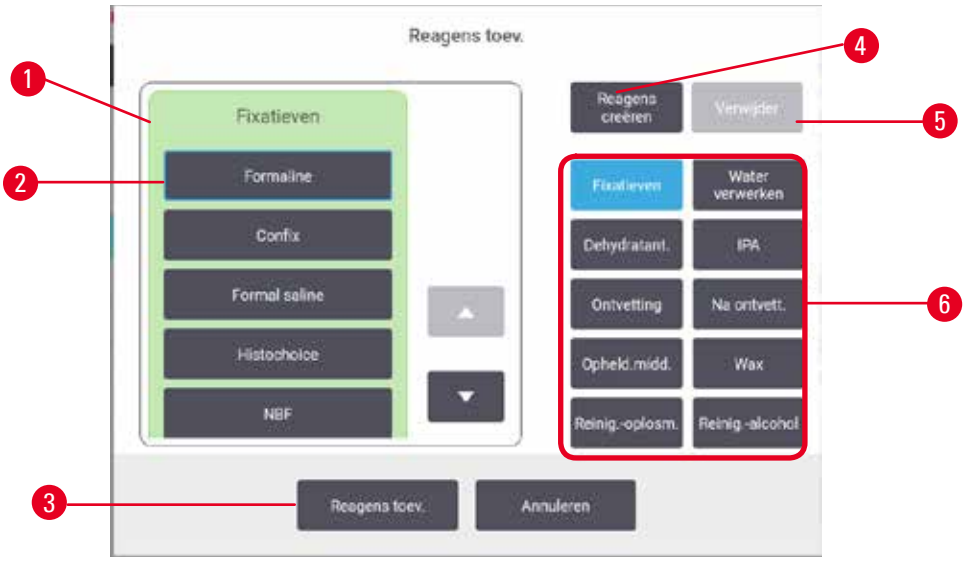

Afb. 69
1. Tik op **Reagens toevoegen**. Een dialoogvenster (→ Afb. 69) verschijnt met een lijst van alle reagenstypen per reagensgroep.
A. Tik op **Reagens toevoegen**. Een dialoogvenster verschijnt met een lijst van alle reagenstypen per reagensgroep (→ Afb. 69).